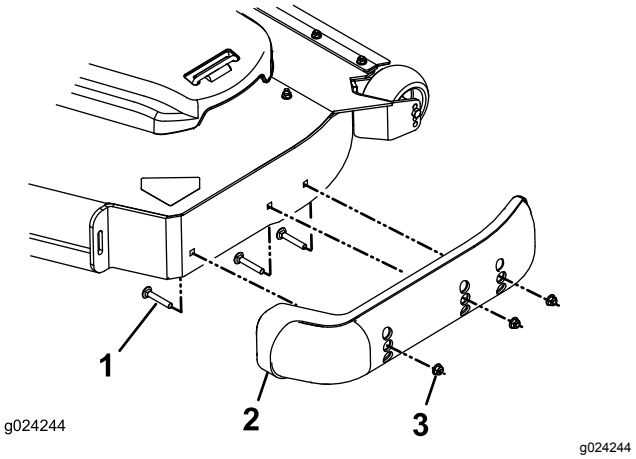

Figur 29
3. Ta bort vagnsbultarna och muttrarna från varje mede (Figur 29).